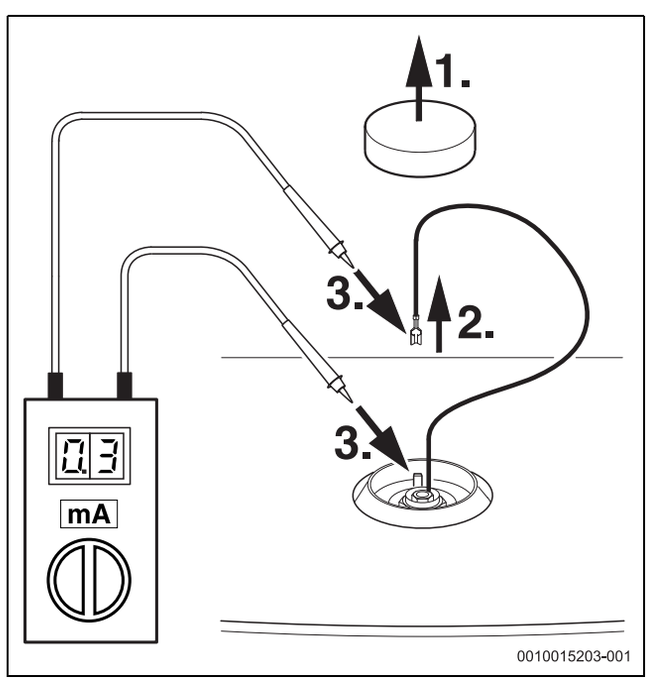

Afb. 56
Wij adviseren extra controles eenmaal per jaar van geïsoleerde magnesiumanodes voor wat betreft de beschermingsstroom met een anodetester (→ afbeelding 56). De anodetester is als toebehoren leverbaar.
- Overgangsweerstand tussen de aarding en de magnesiumanode controleren. Als de anodestroom < 0,3 mA is, vervang dan de magnesiumanode (→Fig. 56).